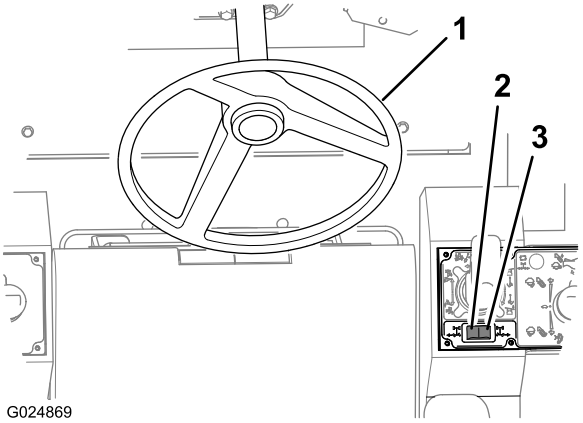

Figure 46
Utilisez le volant pour commander la direction aux roues avant (Figure 46).
- Appuyez sur le côté droit du commutateur à bascule de la direction aux roues arrière (Figure 46) pour braquer les roues arrière à droite (virage à gauche).
- Appuyez sur le côté gauche du commutateur à bascule de la direction aux roues arrière (Figure 46) pour braquer les roues arrière à gauche (virage à droite).